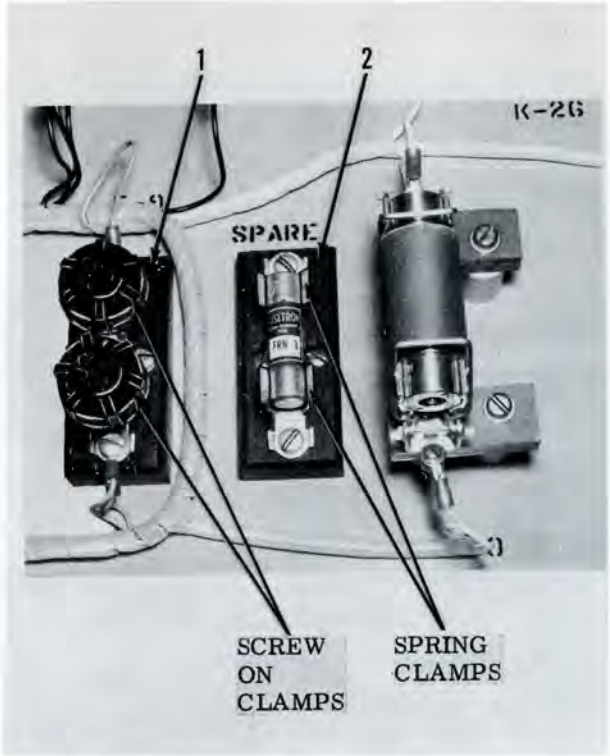

Figure 6-13. Variations in Fuse Mountings
(3) FUSE REMOVAL. - Figure 6-13 shows the two methods of fuse mounting employed in the power supply. Remove fuses as follows: